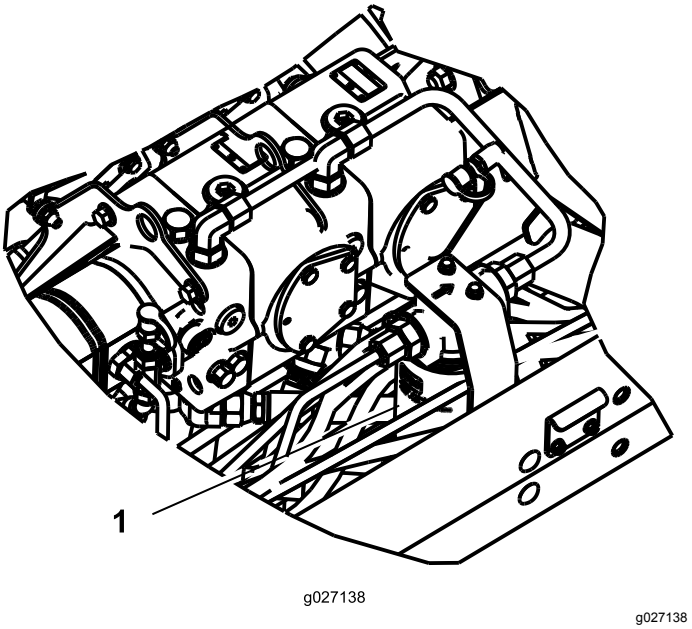

Figur 73
2. Rengör området där filtret ska monteras och placera ett avtappningskärl under filtret (Figur 73).